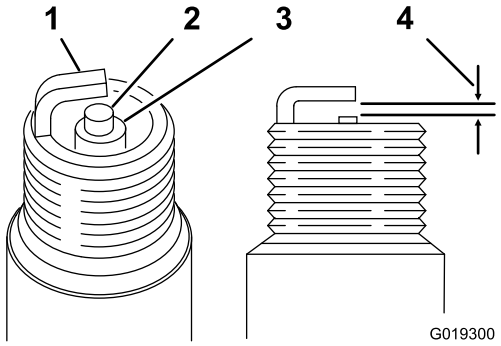

Figura 27
4. Verificate che la candela non presenti usura o danni (Figura 27).
5. Verificate la distanza tra le candele con una sezione di cavo (Figura 27).